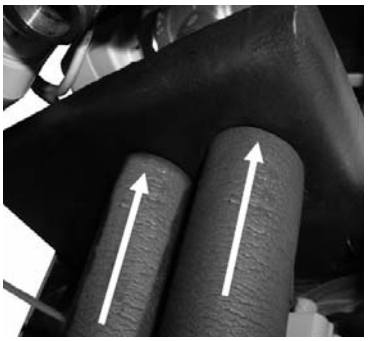

Рис.41: Монтаж изоляции через отверстия в ванне для конденсата
- Настенный монтаж: Сдвиньте антидиффузионную изоляцию снизу через отверстия в ванне для конденсата вдоль трубы до верхнего края *(см. рисунок 41)*.